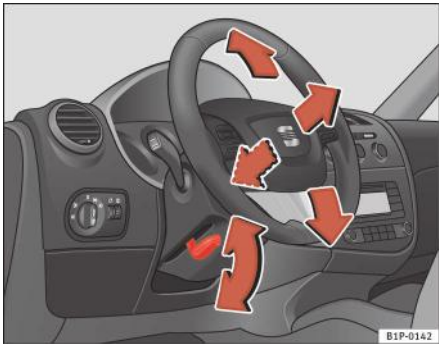

Fig. 113 Reglarea poziției volanului
– Împingeți maneta de sub coloana de direcție ⇒ fig. 113 în jos ⇒ ⚠.